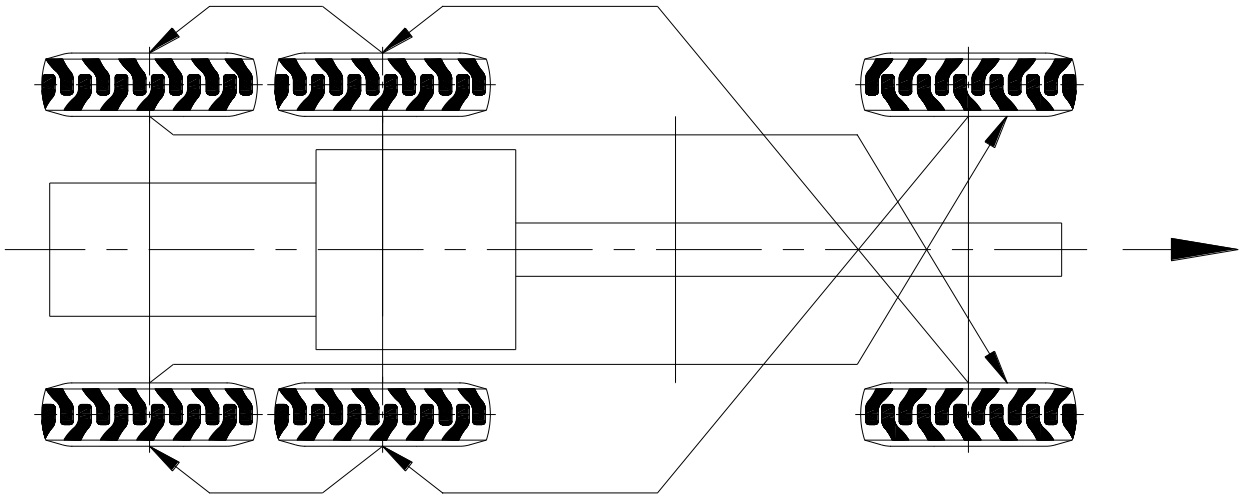

Рисунок 43 Схема перестановки шин
3.4.1 Перестановка шин (рисунок 43) производится с целью равномерного износа протектора. При перестановке необходимо обратить внимание на расположение рисунка протектора для ведущих и ведомых колес.